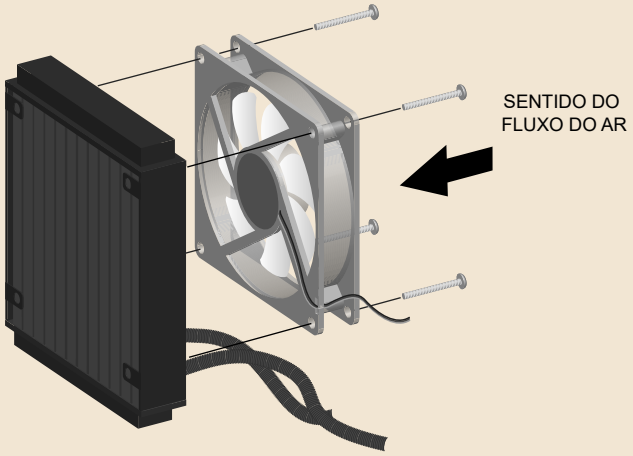

Figura 20.10: Instale a segunda ventoinha diretamente no radiador (somente se forem usadas duas ventoinhas).
2. Caso o seu sistema de refrigeração líquida tenha um radiador de 120 mm ou 140 mm e traga duas ventoinhas (ou então, você pretenda instalá-lo com duas ventoinhas), você deverá instalar uma das ventoinhas diretamente no radiador, em seu lado que ficará voltado para o interior do gabinete (normalmente, o lado contendo as mangueiras), como mostra a Figura 20.10. Esta ventoinha, usualmente, deve ser instalada soprando ar sobre o radiador, isto é, o lado da ventoinha contendo a sua armação deverá ficar em contato com o radiador (mais detalhes no tópico *Sentido* do Capítulo 13) – a não ser que o manual do sistema recomende outra configuração.